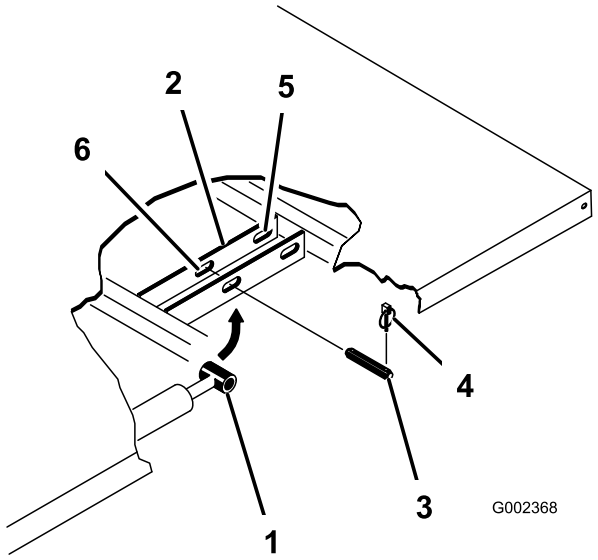

**Figuur 3**
2. Verwijder de lynchpennen van de uiteinden van de gaffelpennen van de cilinderstang (Figuur 3).